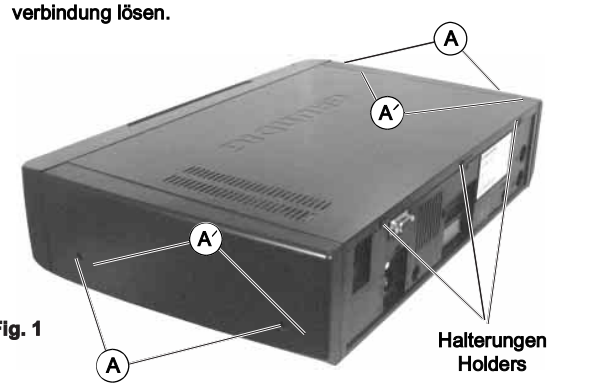

Fig. 1
- 4 Schrauben (A) der Seitenteile gegebenenfalls herausdrehen (Fig. 1).
- 4 Schrauben (A´) (Gehäuseoberteil) herausdrehen (Fig. 1).
- Gehäuseoberteil hinten über die 3 Halterungen (Fig. 1) heben und 4 cm nach hinten schieben.
- Undo 4 screws (A) of the side panels if necessary (Fig. 1).
- Undo 4 screws (A´) (cabinet top) (Fig. 1).
- Lift the cabinet upper part over the 3 holders (Fig.1) on the back of the cabinet and push the upper part towards the rear by 4cm.